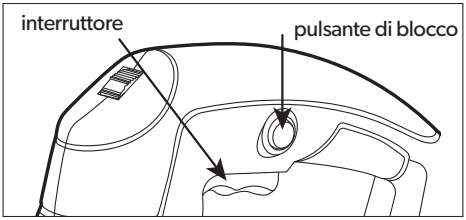

Figura 4
3. 3. Premere il grilletto (17) per accendere il seghetto alternativo Se utilizzare il seghetto alternativo per un periodo prolungato di volta, premere il blocco grilletto per bloccare il grilletto la sua posizione "ON". Vedere la Figura 4, a destra.